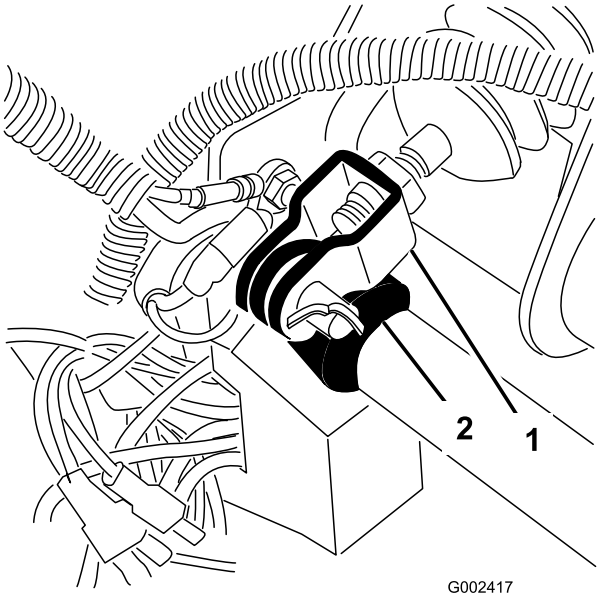

Figur 66
1. Fjern låseclipsen og gaffelbolten, som fastgør hovedcylindergaflen til bremsepedalens drejetap (Figur 66).